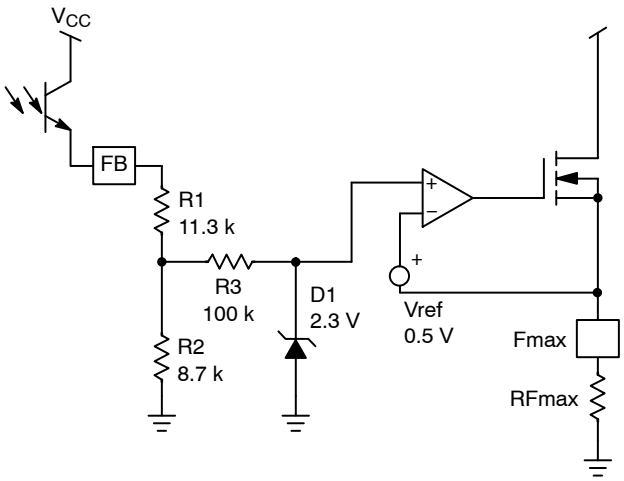

Figure 26. The OPAMP Arrangement Limits the VCO Modulation Signal between 0.5 and 2.3 V
The designer needs to program the maximum switching frequency and the minimum switching frequency. In LLC configurations, for circuits working above the resonant frequency, a high precision is required on the minimum frequency, hence the ±3% specification. This minimum switching frequency is actually reached when no feedback closes the loop. It can happen during the startup sequence, a strong output transient loading or in a short-circuit condition. By installing a resistor from Pin 4 to GND, the minimum frequency is set. Using the same philosophy, wiring a resistor from Pin 2 to GND will set the maximum frequency excursion. To improve the circuit protection features, we have purposely created a dead zone, where the feedback loop has no action. This is typically below 1.1 V. Figure 26 details the arrangement where the internal voltage (that drives the VCO) varies between 0 and 2.3 V. However, to create this swing, the feedback pin (to which the optocoupler emitter connects), will need to swing typically between 1.1 V and 5.3 V.
As shown on Figure 26, the internal dynamics of the VCO control voltage will be constrained between 0.5 V and 2.3 V, whereas the feedback loop will drive Pin 6 (FB) between 1.1 V and 5.3 V. If we take the default FB pin excursion numbers, 1.1 V = 50 kHz, 5.3 V = 500 kHz, then the VCO maximum slope will be: